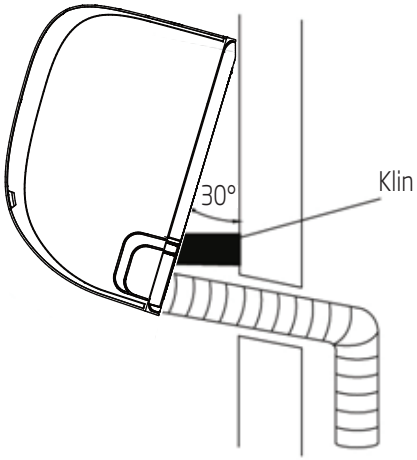

Rys. 5.11
2. Użyć wspornika lub klina do podważenia jednostki, pozostawiając wystarczającą ilość miejsca na podłączenie rury czynnika chłodniczego, przewodu sygnałowego i węża spustowego. Przykład znajduje się na Rys. 5.11.